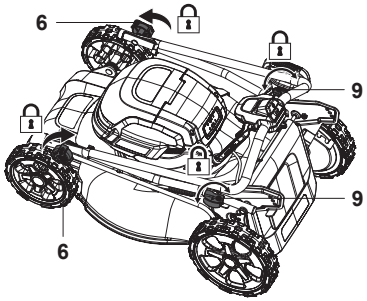

Rys. 26
8. Uchwyt górny można także złożyć, aby zaoszczędzić miejsce. Zabezpieczyć połączenia (6, 9) i sprawdzić, czy sworzeń napinający (9a) przechodzi przez otwór położenia postojowego (10b) we wsporniku uchwytu (10), co ma zapobiec rozłożeniu się uchwytu w przypadku przechowywania w pionie: (rys. 26).